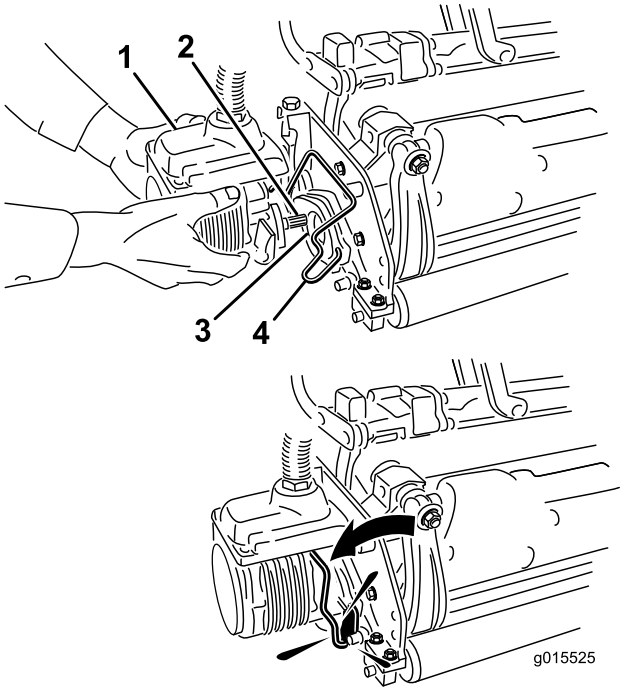

Figuur 15
11. Smeer schoon vet op de sleufas van de motor van het maaidek (Figuur 15).
12. Steek de motor in de linkerkant van het maaidek (gezien vanuit de bestuurdersstoel) en trek de motorbevestigingsstang op het maaidek in de richting van de motor totdat u aan beide kanten een klik hoort (Figuur 15).